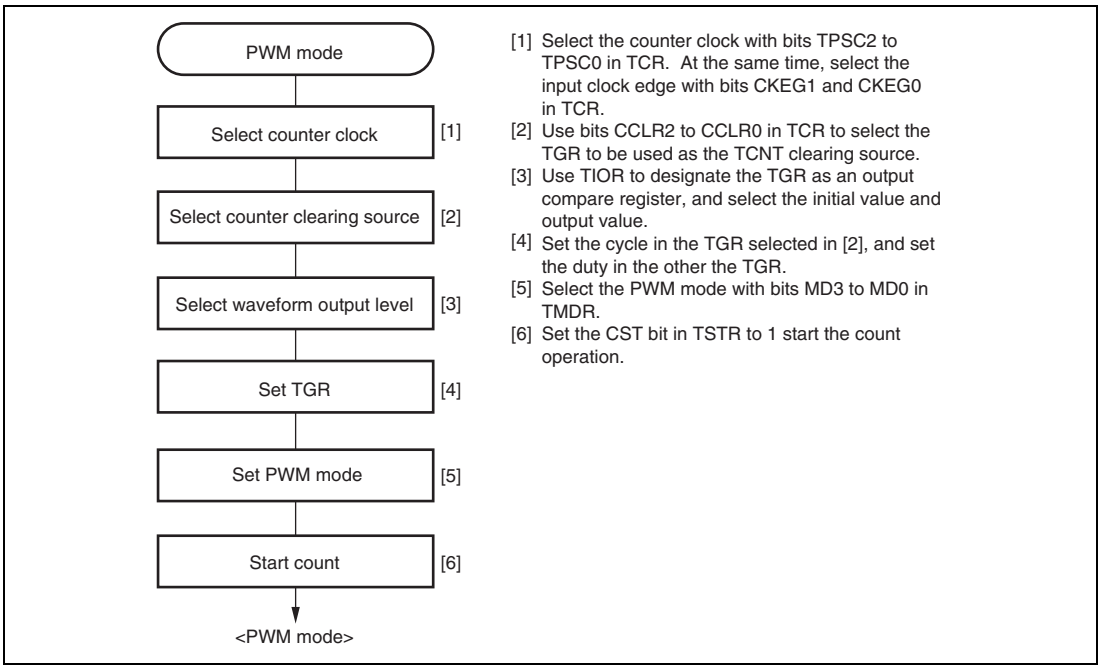

**Figure 10.20 Example of PWM Mode Setting Procedure**
**Example of PWM Mode Setting Procedure:** Figure 10.20 shows an example of the PWM mode setting procedure.